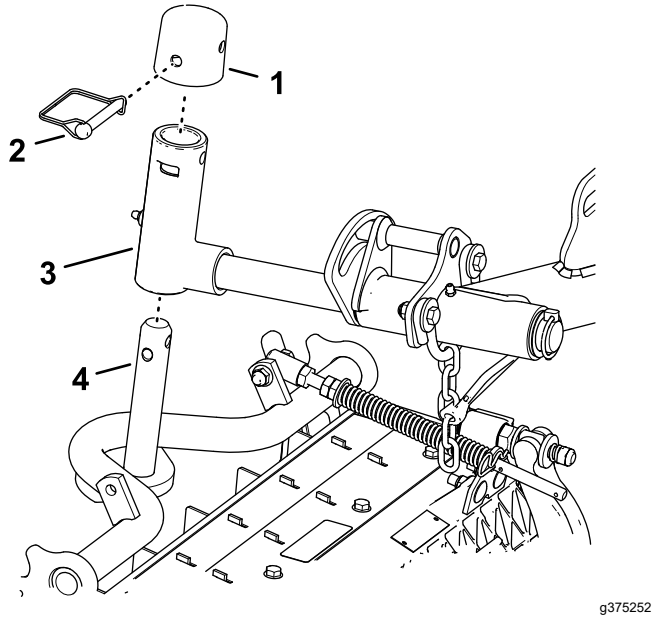

Figuur 16
1. Schuif een maai-eenheid onder de hefarm (Figuur 16).